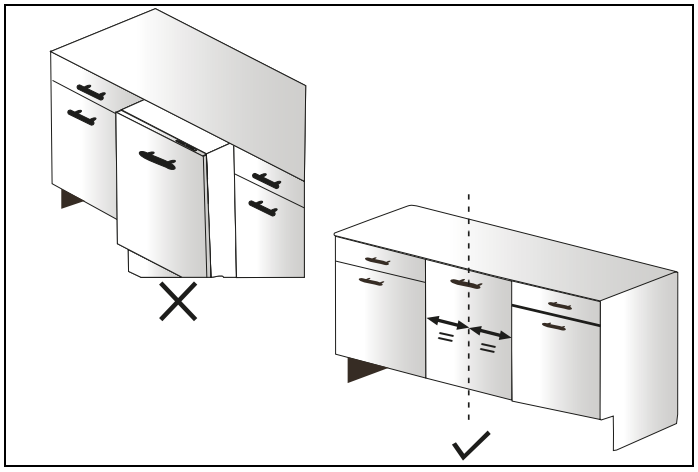

Fig. 30
11) Le lave-vaisselle doit être placé centré et correctement comme indiqué sur la Fig. 30 .